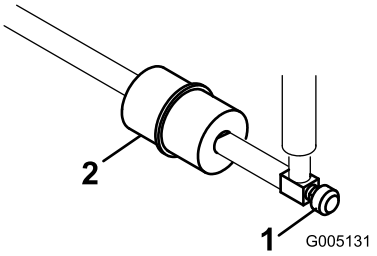

Figura 45
El filtro de combustible en línea se encuentra en el tubo de combustible, entre el depósito de combustible y el carburador (Figura 45).
1. Cierre la válvula de cierre del combustible (Figura 45).
2. Coloque un recipiente debajo del filtro, afloje la abrazadera en el lado del carburador del filtro y retire el tubo de combustible del filtro (Figura 45).
3. Afloje la otra abrazadera y retire el filtro (Figura 45).